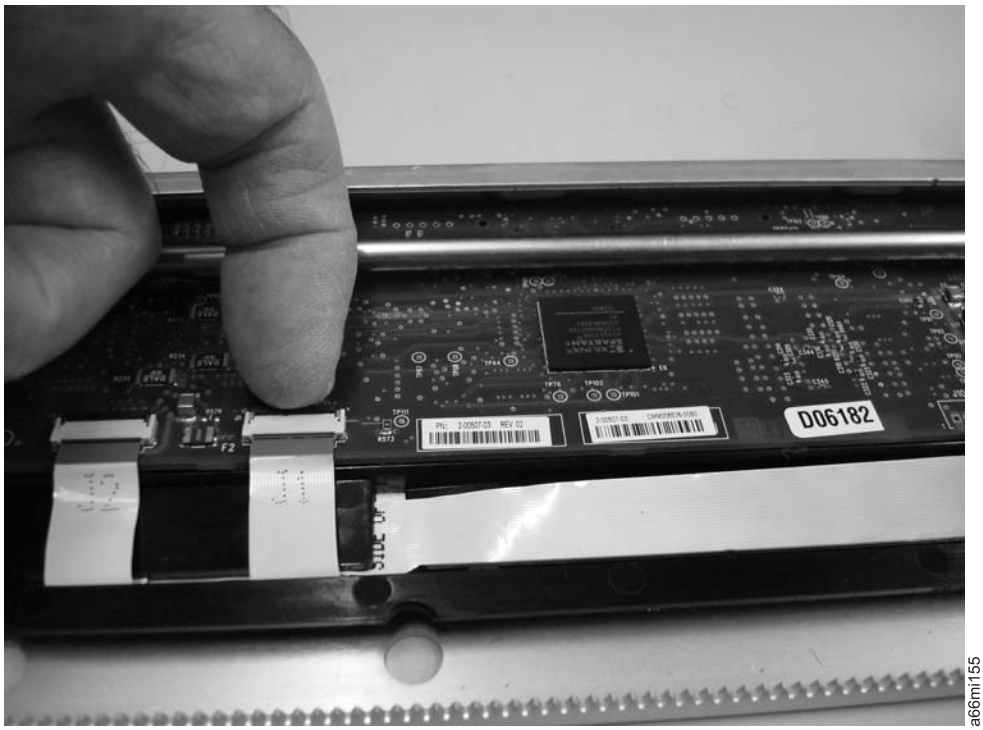

Figure 7-93. Lift the lever clamp on the back of the connectors
b. Lift up the small lever/clamp on the back of the connector to release the flex cable. (Figure 7-93 on page 7-85)